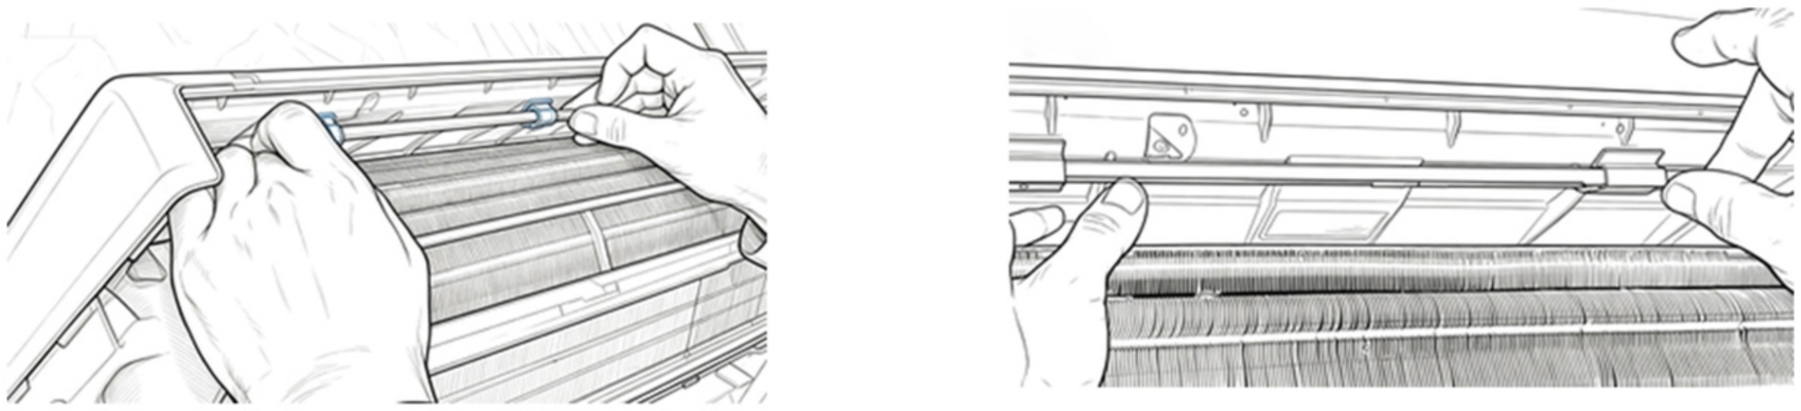
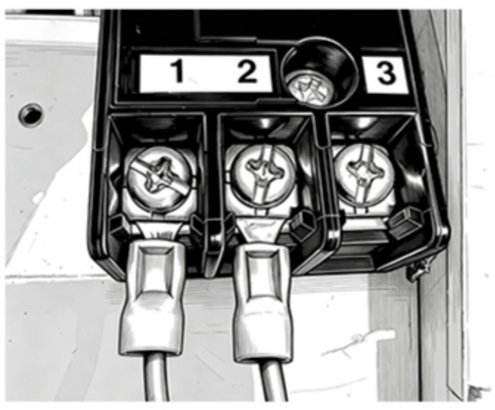

Fig. 1. Example FCU Installation
Fig. 3. Example FCU Installation
1. Determine the best position for placement of the UV lamp and power supply. (Fig. 1-Fig. 3)